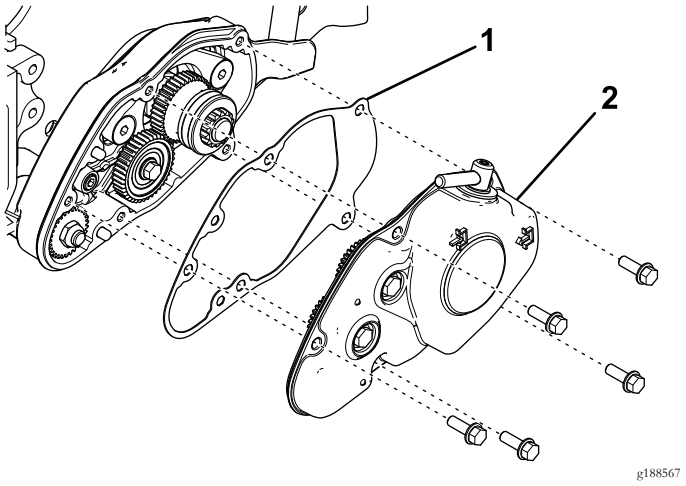

Figur 1
3. Fjern trimmerhusdækslet og pakningen (Figur 1).